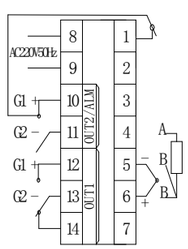

Figure 2
2. Figure 2 is for relay output (or logic level output) controller: OUT1 is main output. If it is AC 30A/220V, there is only one pair of normally open contacts; OUT2 is usually for alarm/refrigeration